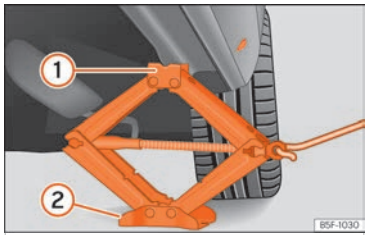

Fig. 192 Larguero: colocación del gato del vehículo.
- Gire la manivela del gato, situado bajo el punto de apoyo del larguero, para elevarlo hasta que la pestaña (1) ››› fig. 192 quede situada bajo el alojamiento previsto.
- Alinee el gato de modo que la pestaña (1) "agarre" en el alojamiento previsto del larguero y la placa base móvil (2) quede apoyada en el suelo. La placa base (2) debe caer en la vertical respecto al punto de apoyo (1).